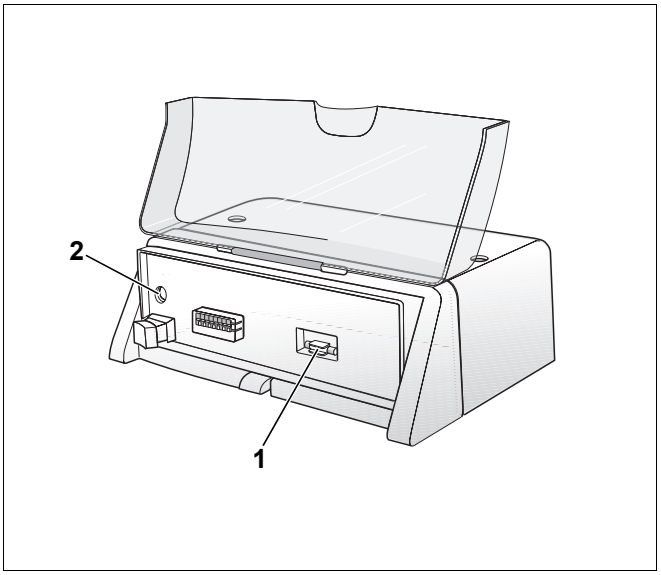

Afb. 12 Zekering van de verwarmingsinstallatie vervangen
Aan de voorzijde van het regeltoestel (onder de basiscontroller) bevindt zich een uitsparing met een reservezekering voor de verwarmingsinstallatie (afb. 12, **pos. 1**).
- Verwijder met behulp van een schroevendraaier, in tegenwijzerzin, de afdekking van de zekering (afb. 12, **pos. 2**).
- Neem de afdekking met de defecte zekering (afb. 12, **pos. 2**) langs voor weg.